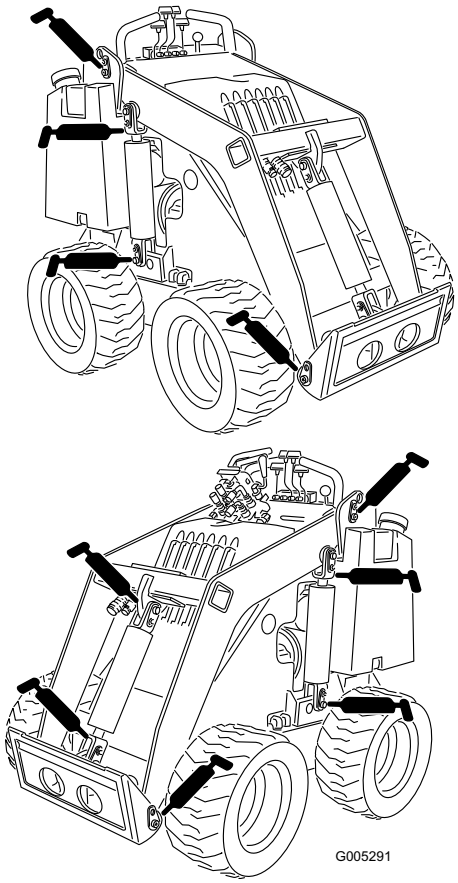
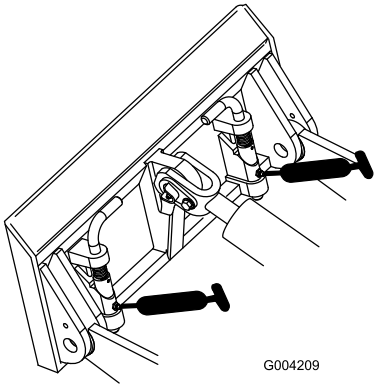

Figura 17
Figura 18
3. Conecte una pistola de engrasar a cada punto de engrase (Figura 17 y Figura 18).